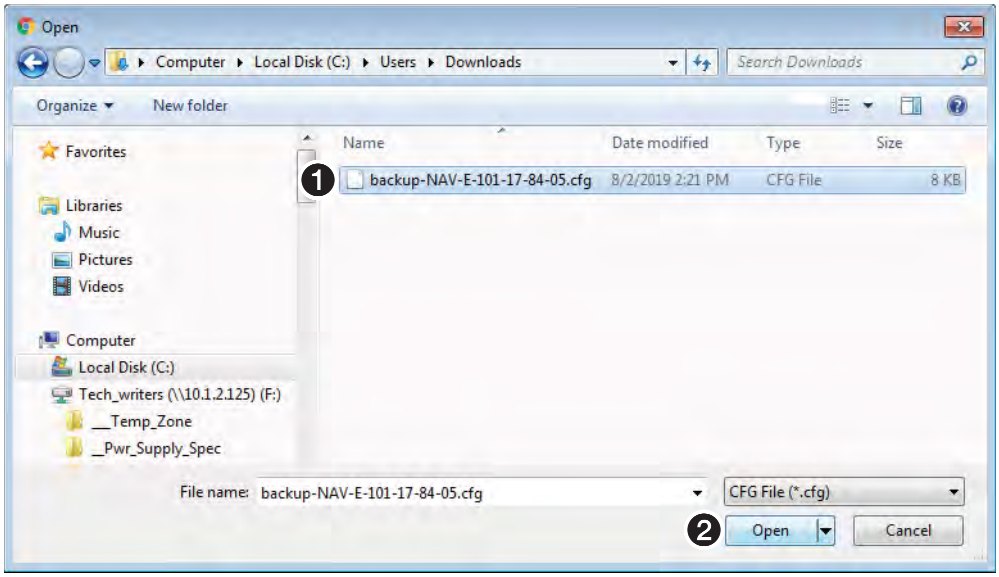

Figure 42. Open Dialog Box
An `Open` dialog box opens (see figure 42).
3. Navigate to the folder where the `Restore` file is saved (typically the `Downloads` folder) (see figure 42, ❶). Select the file.